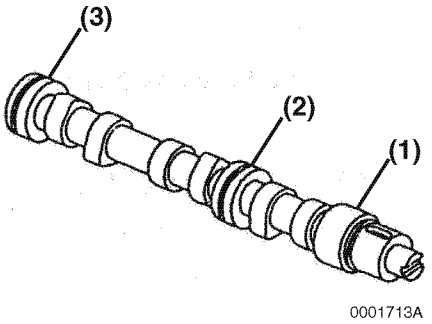

Figure 6-126
4. Measure the diameter of the gear end **(Figure 6-126, (1))**, intermediate **(Figure 6-126, (2))**, and flywheel end **(Figure 6-126, (3))** bearing journals. *See Camshaft on page 6-11 for specifications.*